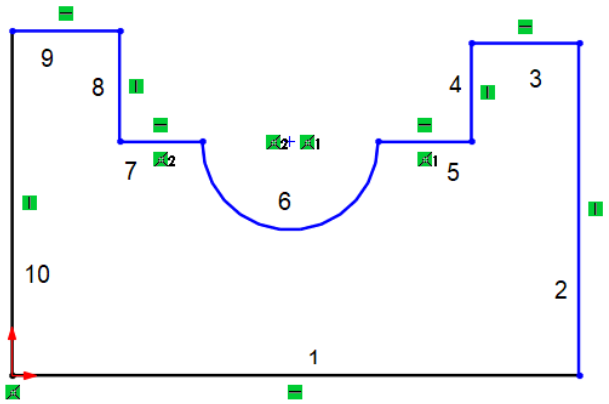

Figure 2-67 *Sketch drawn using the* ***Line*** *tool*
15. Press the F key to modify the drawing display area. The sketch is shown in Figure 2-67.